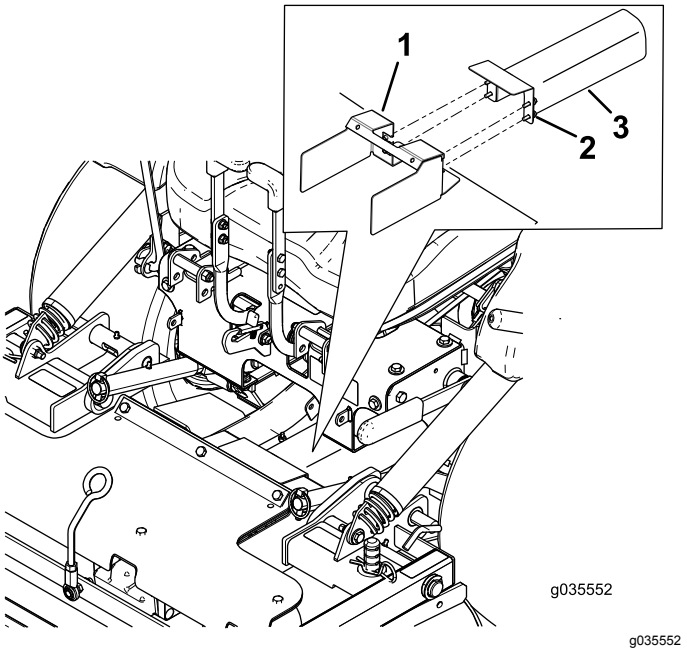

Figur 9
5. Løsn boltene, og fjern metalafskærmningerne som vist i Figur 9.
2. Monter metalafskærmningerne og boltene som vist i Figur 9.